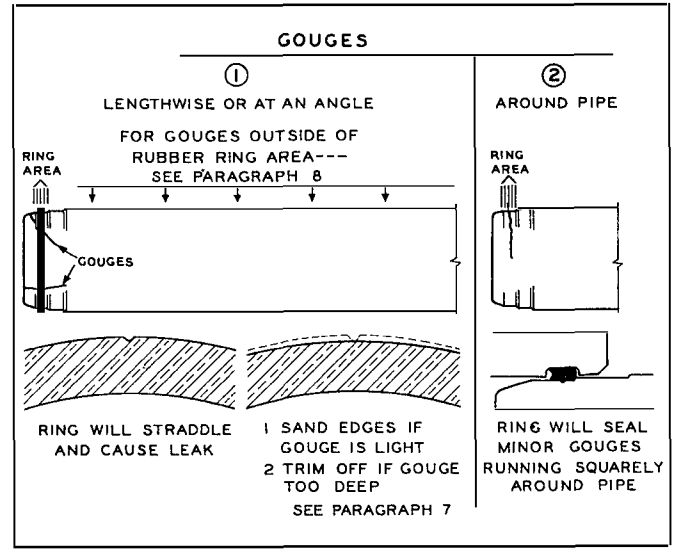

FIG. 72
6. On the machined end of the pipe (where water-tightness is attained by sealing with rubber rings) grooves and scratches that run lengthwise, and would be in the rubber ring area, will have to be repaired or trimmed off and remachined. Refer to Fig. 72. Slight scratches (not over 1/16" deep and no wider than 1/4") can be repaired by sanding the sharp edges so that the rubber rings will seat properly on the pipe. Wider or deeper scratches will prevent the ring from sealing properly and should be trimmed off.
7. Scratches that run around the pipe will not cause trouble if the rubber ring will fully cover the scratch (see Fig. 72)—but, if the ring will cross it at an angle, it would cause leakage and should be repaired or trimmed off as described in paragraph 6.